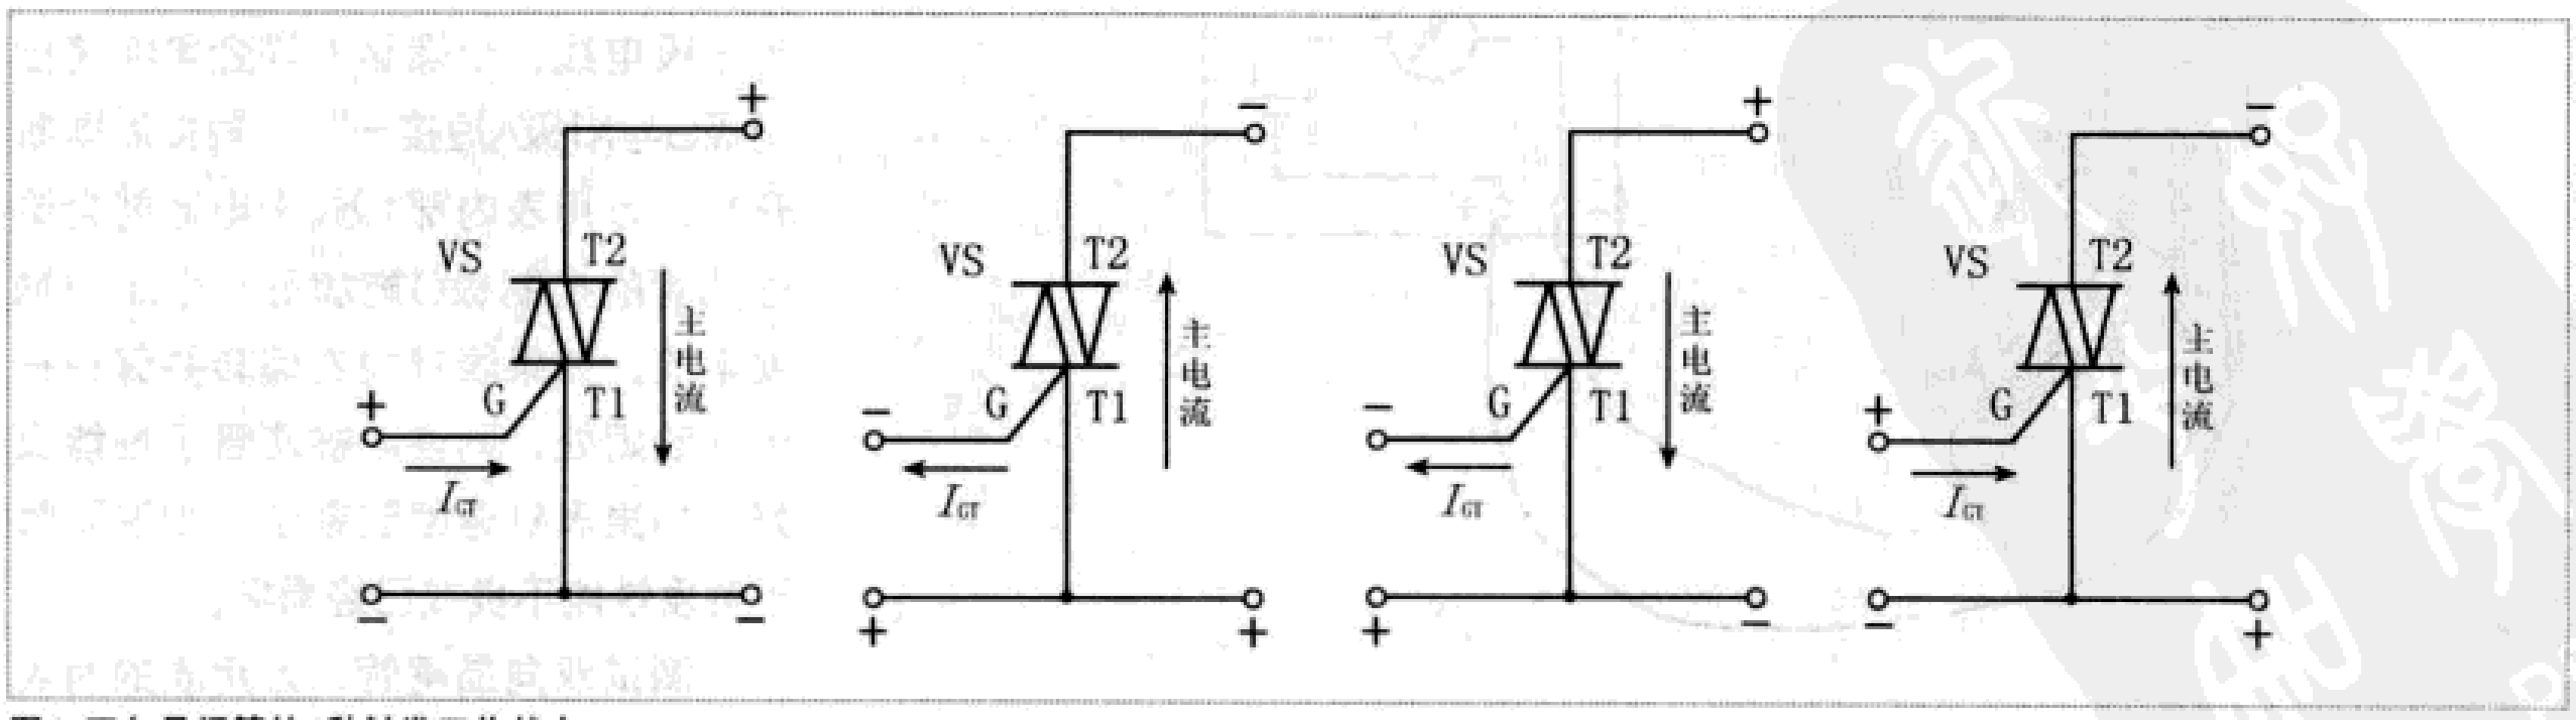

图4 双向晶闸管的4种触发工作状态
3. 双向晶闸管是为了实现交流功率控制而开发出的一种“双向”可控交流开关器件，其最大特点是：不论控制极G加上正触发电压还是负触发电压，只要满足其必须的触发电流，均能触发双向晶闸管在正、反两个方向导通，其各种触发工作状态如图4所示。也就是说，我们只要选择图中4种触发状态中的任何一种触发方式，均可触发双向晶闸管导通。但实践证明，图左边的两种触发方式控制灵敏度最高，最右边的触发方式控制灵敏度最低。实际应用时，应尽可能采用触发控制灵敏度高的方式，同时还应使触发信号的电压和电流尽可能的高一些和大一些。